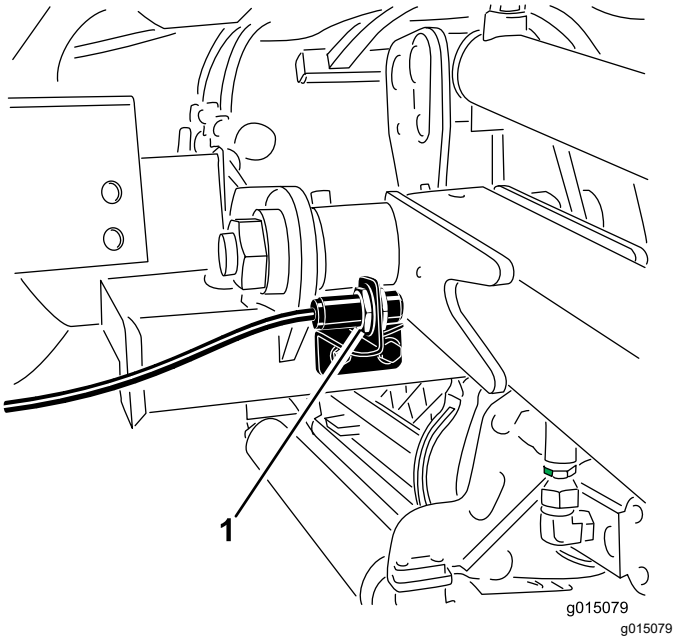

**Figur 72**
2. Løftearmbryteren finnes bak fremre høyre løftearm (Figur 72).
3. Løsne bryterens festeskruer (Figur 72) og flytt bryteren opp for å heve løftearmens vendehøyde, eller flytt bryteren ned for å senke løftearmens vendehøyde.